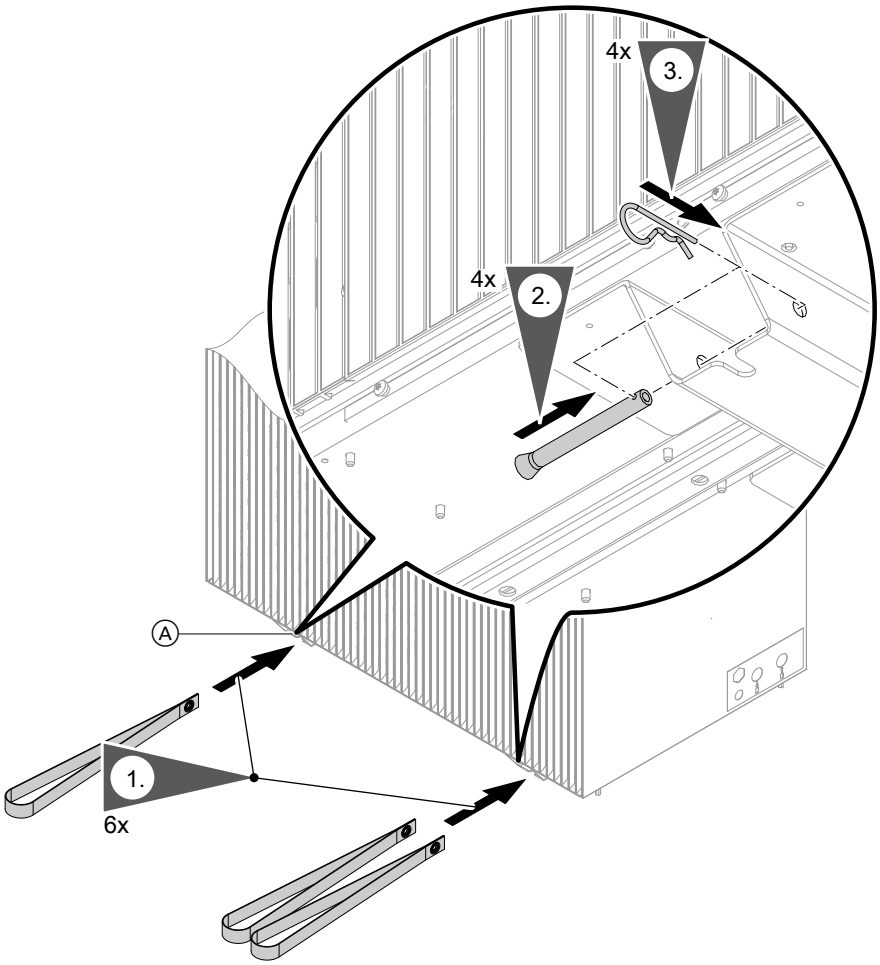

Abb. 6
- Außeneinheiten mit 2 Ventilatoren: Aufgrund der ungleichen Gewichtsverteilung vorn und hinten jeweils 1 Tragehilfe an der linken Montageschiene und jeweils 2 Tragehilfen an der rechten Montageschiene: Siehe Abb. 6.